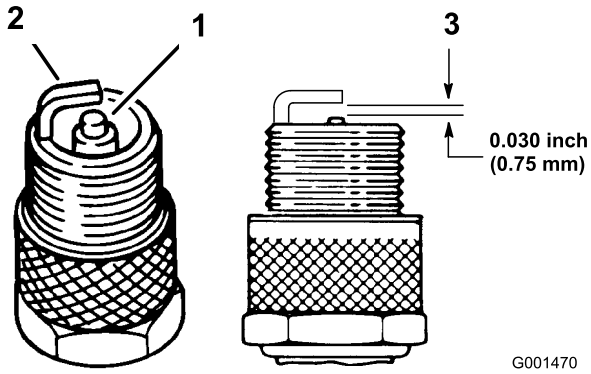

Figura 45
4. Controllate le condizioni degli elettrodi laterale e centrale, e dell'isolatore dell'elettrodo centrale, per accertare che non siano danneggiati (Figura 45).
5. Impostate la distanza tra il centro e il lato degli elettrodi a 0,76 mm (Figura 45).